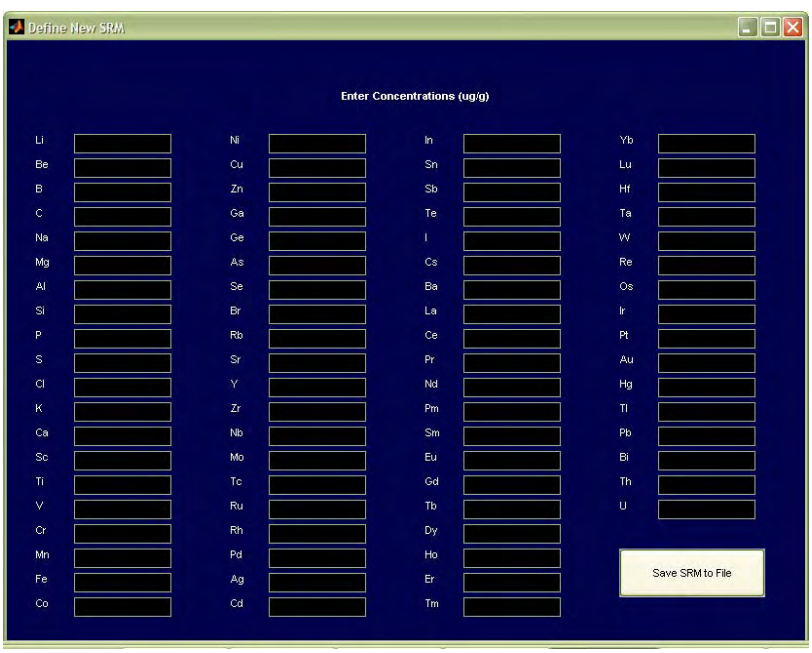

Fig. 3: Window for defining new standard reference materials
2. A new window (Fig. 3) will appear, into which concentrations for any element can be entered (in µg/g).